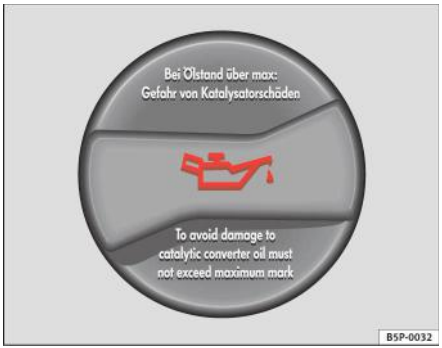

Fig. 144 În compartimentul motor: Buşonul orificiului de umplere cu ulei
– Desfaceți buşonul orificiului de umplere cu ulei ⇒ fig. 144.
– Imediat ce nivelul uleiului ajunge în zona (B), închideți buşonul cu grijă.